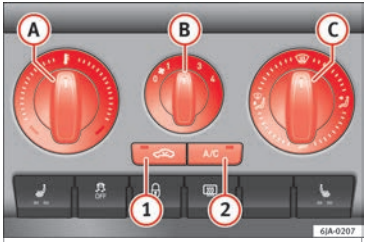

Fig. 87 Air conditioning: controls.
The air cooling system only works if A/C button ② ››› Fig. 87 ››› page 90 is pressed and under following conditions:
– Turn rotary control Ⓐ ››› Fig. 87 clockwise to increase the temperature.
– Turn rotary control Ⓑ ››› Fig. 87 to position 1 to 4 to switch the blower on.
– Press button ① ››› page 92, **Air recirculation** to close the fresh air vent.
– Turn rotary control (C) ››› Fig. 87 to select the air vents ››› page 88 you wish to activate.
– Press the button [A/C] (2) ››› Fig. 87 and the lamp in the button will illuminate.
– Press the [A/C] (2) button again and the light in the button will switch off.
- **Controls A »» Fig. 87 »» page 90, B, C and buttons 1 and 2.**
– Press button (1) ››› Fig. 87 ››› page 90 and the lamp in the button will illuminate.
– Press button (1) ››› Fig. 87 ››› page 90 again and the lamp in the button will switch off.
If air distribution control (C) ››› Fig. 87 ››› page 90 is in position, air recirculation mode switches off automatically Press the button to switch air recirculation mode back on in this position.